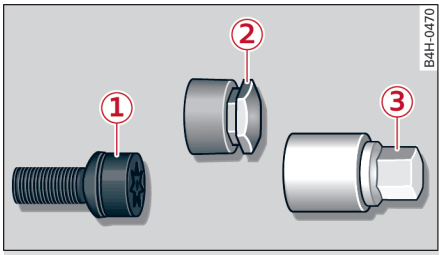

图 225 带封盖和适配接头的防盗车轮螺栓
▸ 拉下车轮装饰罩* 和 封闭盖* ② ⇨ *图 225*。